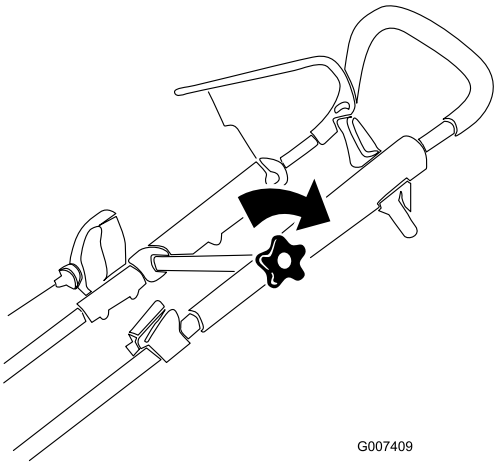

Figura 4
4. Spostate la sezione superiore della stegola nella posizione desiderata e serrate saldamente le manopole della stegola (Figura 4).